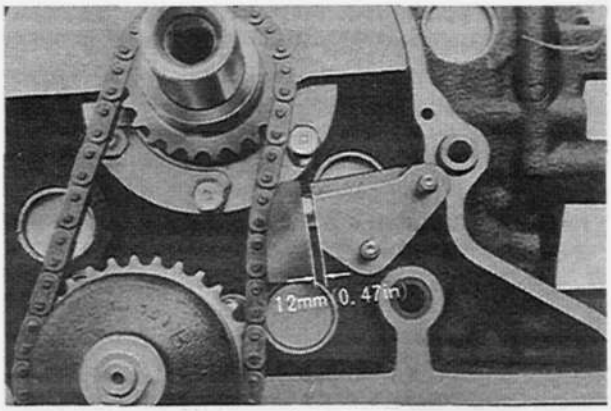

Fig. 2–6 Checking of chain adjuster protrusion
1. Check the amount of protrusion of the chain adjuster, as shown in Fig. 2–6. If the protrusion exceeds **12 mm (0.47 in)**, repalce the adjuster or chain.